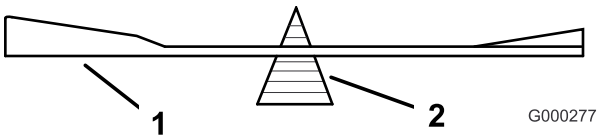
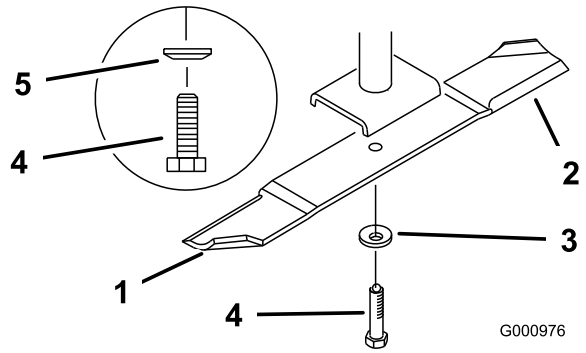

Figur 78
Figur 79
2. Fjern knivbolten, fjederskiven og kniven fra spindelakslen (Figur 79).
2. Kontroller skæreknivens balance ved at placere den på en afbalanceringsenhed (Figur 78). Hvis skærekniven forbliver i en vandret position, er kniven afbalanceret og kan benyttes. Hvis kniven ikke er afbalanceret, skal der slibes lidt mere metal af enden af sejlområdet (Figur 79). Gentag denne procedure, indtil kniven er afbalanceret.
1. Monter kniven på spindelakslen (Figur 79).
2. Monter fjederskiven og knivbolten. Fjederskivens konus skal installeres mod boltens hoved (Figur 79). Tilspænd knivbolten med et moment på 115–150 Nm.